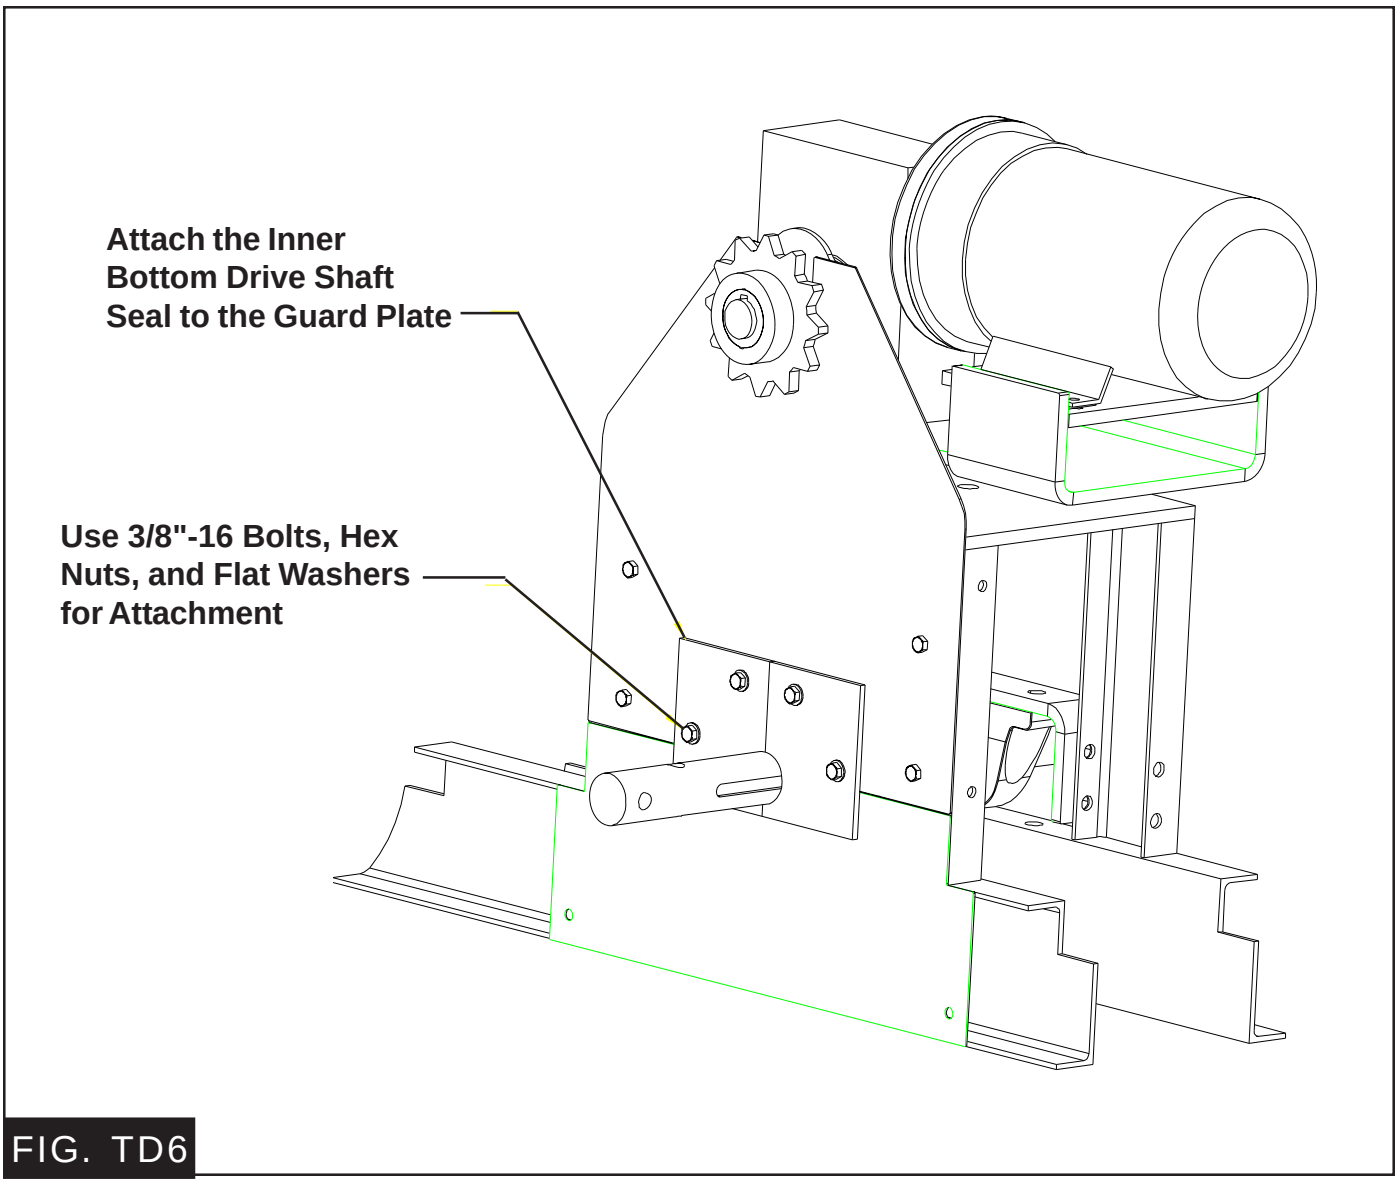

FIG. TD6
G. Attach the Inner Bottom Drive Shaft Seal (GC11974) to the Guard Plate using 3/8-16 x 1 1/4" bolts, hex nuts and flat washers. This seal is designed to fit tight around the Drive Axle Shaft. (See Figure TD6)